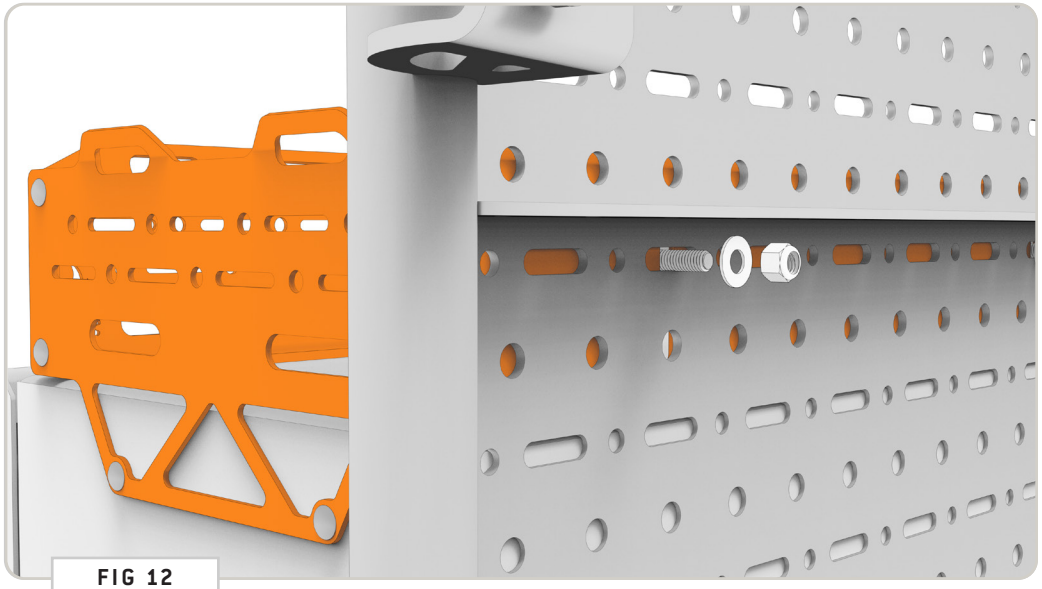

FIG 12
**3.6 Loosely Secure Box Topper to Platform (Optional):** Reaching around the platform, attach (1ea) **3/8" Flat Washers** to the bolts and loosely thread on (1ea) **3/8" Nylon Lock Nuts (FIG 12)**.